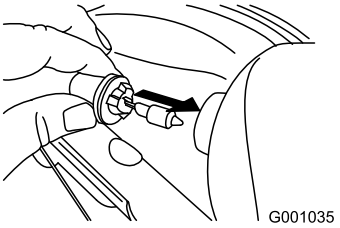

Figur 57
4. Sæt en ny pære ind bag på forlygten (Figur 57).